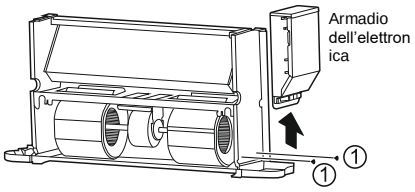

Figura 4-7: Estrazione dell'armadio dell'elettronica
f) Come mostrato nella Figura 4-7, svitare le viti ①×2 e togliere l'armadio dell'elettronica.